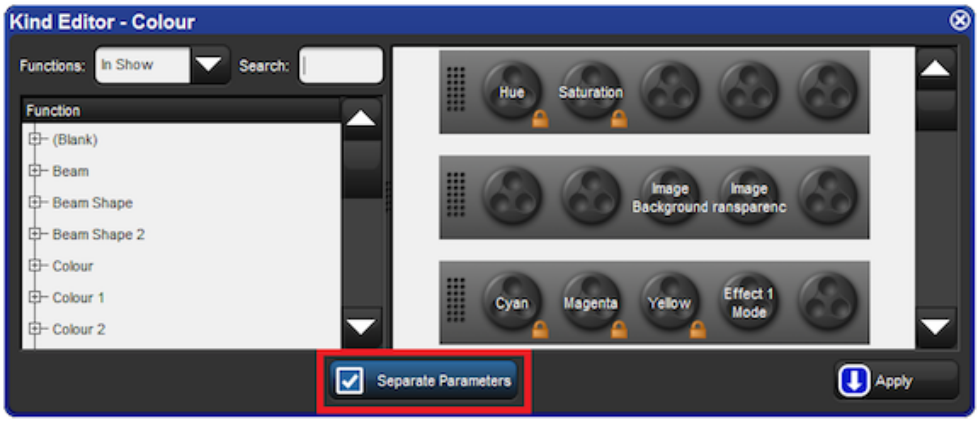

Figure 6.12. A Kind Editor for the Colour kind with seperate parameters turned on.
2. Toggle separating parameters on and off by pressing the parameter type buttons; see *Figure 6.12, "A Kind Editor for the Colour kind with seperate parameters turned on."*.